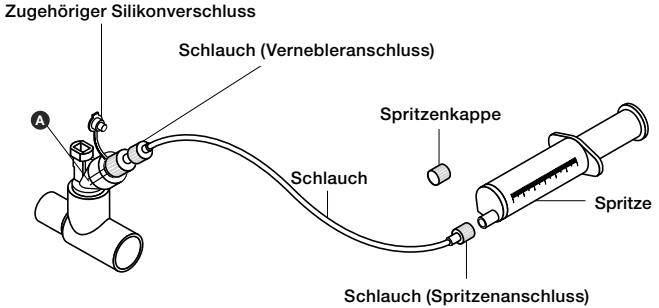

Abbildung 17. Schlauchset für die kontinuierliche Vernebelung
7. Die mit dem Medikament gefüllte Spritze in die Spritzeninfusionspumpe einsetzen (Pumpe wird in Abbildung 17 nicht gezeigt) und die geeignete Flussrate einstellen (dabei die Anweisungen des Pumpenhandbuchs oder des Herstellers beachten).